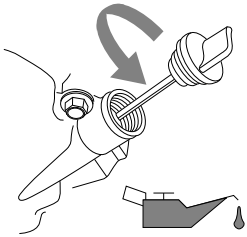

Figure 2-8. Retrait de la jauge
3. Retirez le bouchon de remplissage d'huile et essuyez la jauge. Voir ***Figure 2-8***.